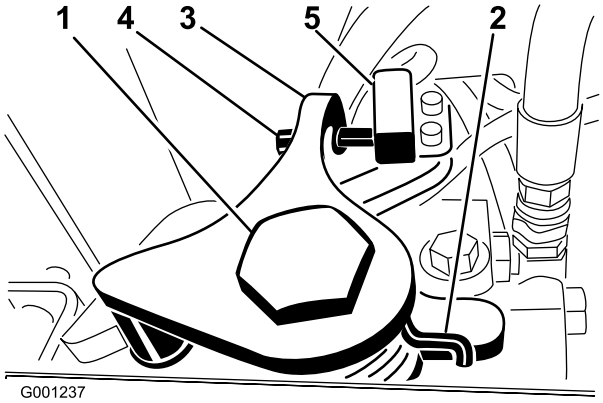

Figur 57
3. Løsne festeskruen på motsatt side av trekkjusteringskammen (Figur 57).
7. Juster skruen på armen for tilbakestilling til fri (Figur 57) til mellomrommet mellom enden av skruen og bryterkontakten er 2–3 mm.